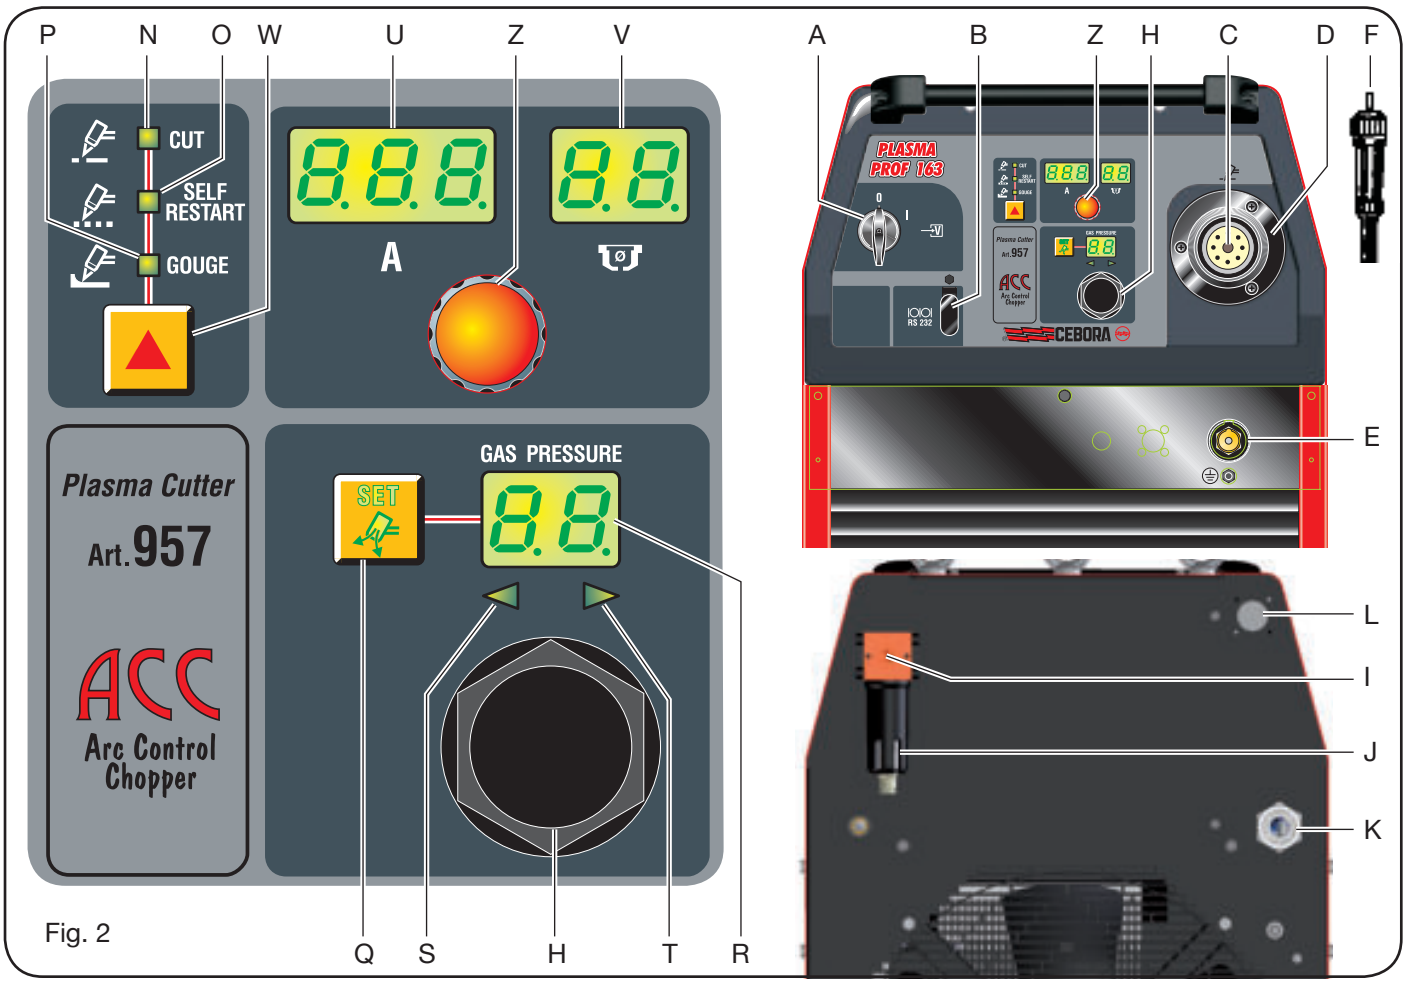

Fig. 2
2.2 DESCRIPTION DE LA MACHINE (fig. 2)
b) En cas de raccordement avec fiche, il faut utiliser une fiche de capacité adéquate aux données de la plaquette. Dans ce cas la fiche doit être utilisée pour débrancher complètement la machine du réseau, après avoir positionné sur "O" l'interrupteur **A** (fig. 2).